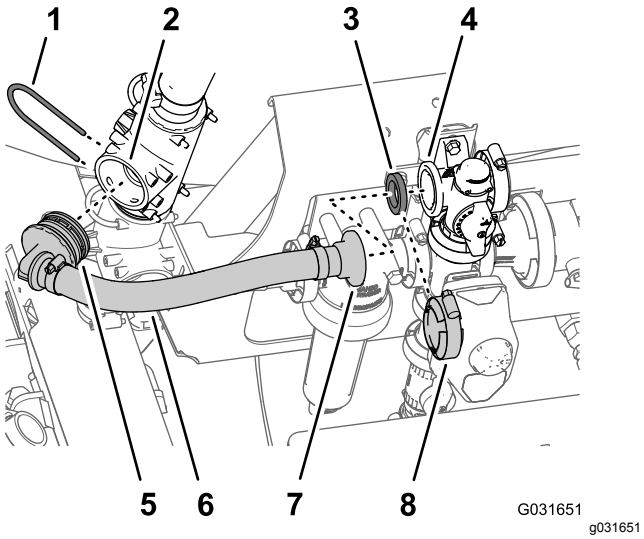

Figur 219
4. Rikta in omrörningsöverströmningsslangens (Toro-artikelnr 131-9649) 90-graderskoppling med hulling med den öppna porten på den övre T-kopplingen och för in 90-graderskopplingen så att den sitter ordentligt i T-kopplingen (Figur 219).
5. Fäst 90-graderskopplingen med hulling på T-kopplingen med hållaren (Figur 219) som du tog bort i steg 1.
6. Rikta in den nya omrörningsöverströmningsslangens (Toro-artikelnr 131-9649) raka flänskoppling och packning med överströmningsventilens fläns (Figur 219).